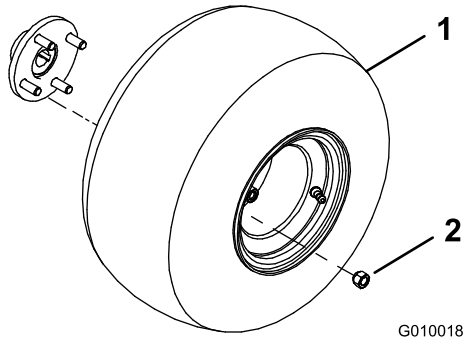

Figur 3
2. Monter et hjul på hvert bakhjulsnav (Figur 3).
3. Monter hakemutrene (Figur 3) og stram dem til 61–75 Nm.